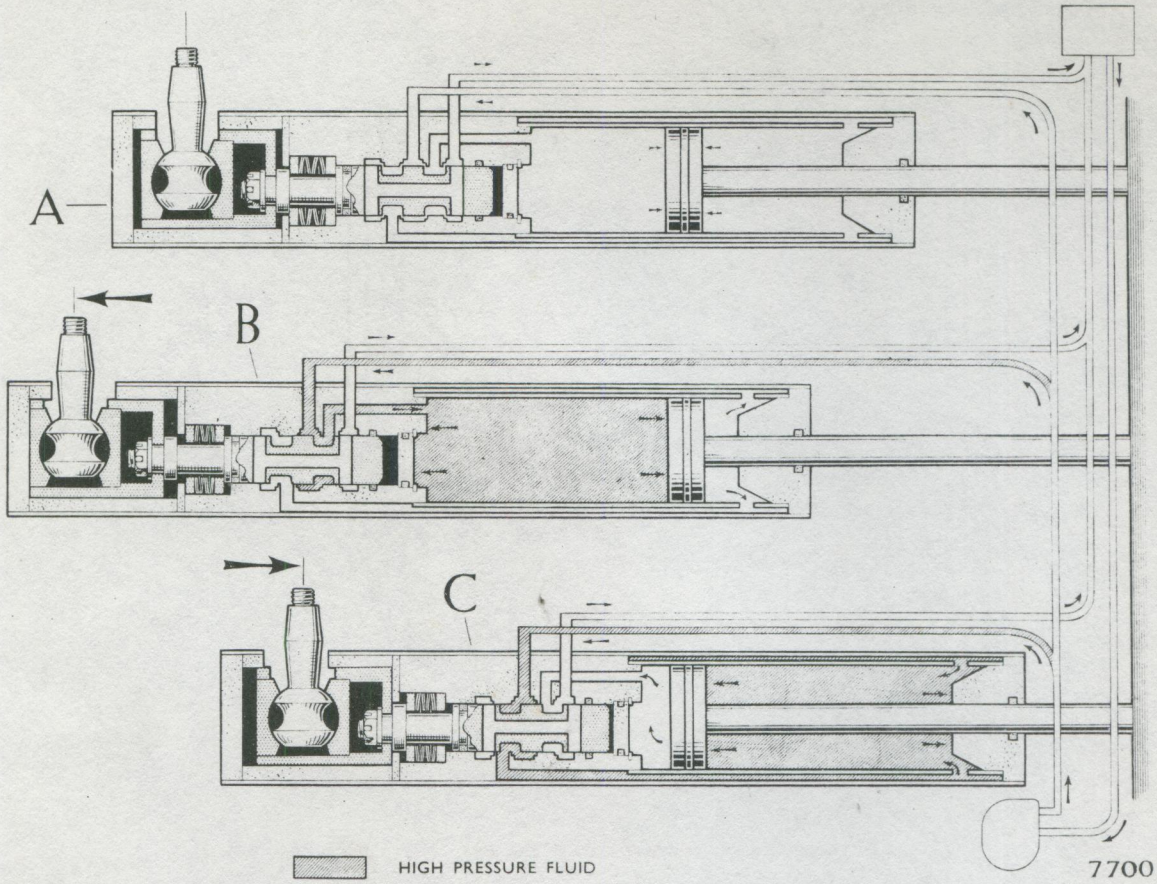
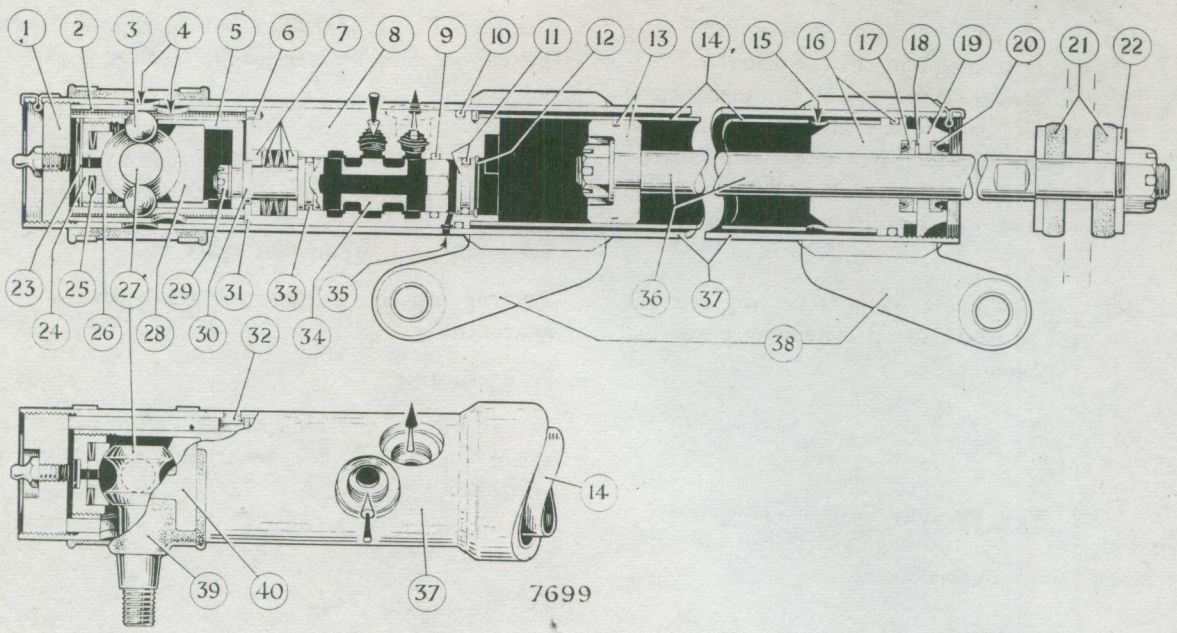

Fig. 15. *Operation of the power cylinder—Series V models onwards*
Fig. 16. *Longitudinal cross section view of the power cylinder*
32, 16 in Fig. 16	With latest bearing (30) out of the scraper seal (37). With early bearing (D) slight leak along threads into which bearing is screwed.
19, 10 in Fig. 16	Out of small drain hole in the opposite side to the banjo union attachment positions.
18, 9 in Fig. 16	As 19.
14 and 15, 33 in Fig. 16	Out of ball pin (6) seal cover.
(*b*) The supply and return ports are now reversed, the supply port is nearer to the ball pin as shown in Fig. 16.
(*d*) Being of the non-reactive type the "spring chamber" of the spool valve is no longer connected to the pressurized side of the piston and the spring has been replaced by a suitably loaded belleville washer pack as shown in Fig. 16 and the operation is described in Fig. 15.
To dismantle (Fig. 16)
To reassemble (Fig. 16)